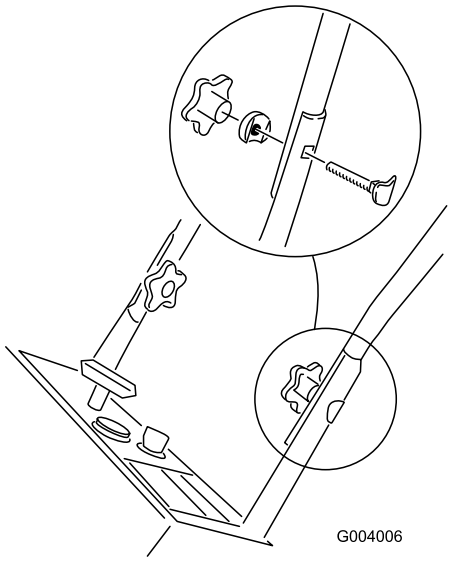

Figur 3
2. För in bultarna med ovala huvuden i de inpassade hålen med bulthuvudena på handtagets utsida. (Figur 3).